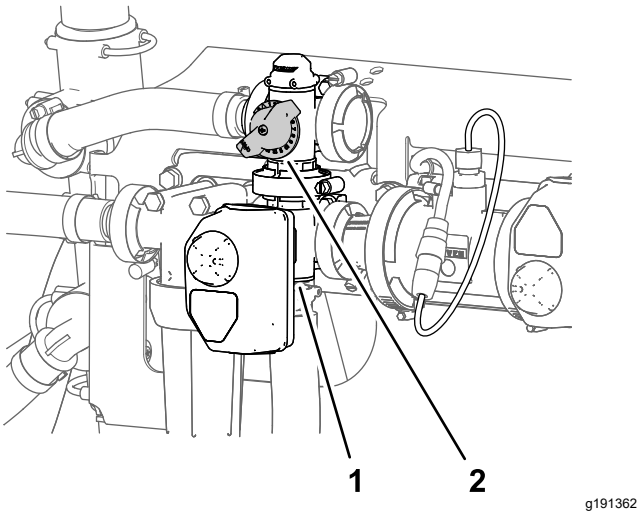

**Figur 29**
11. Justera omrörningsöverströmningsventilen (Figur 29) på baksidan av omrörningsventilen tills mätaren för spridarens systemtryck visar 6,89 bar.